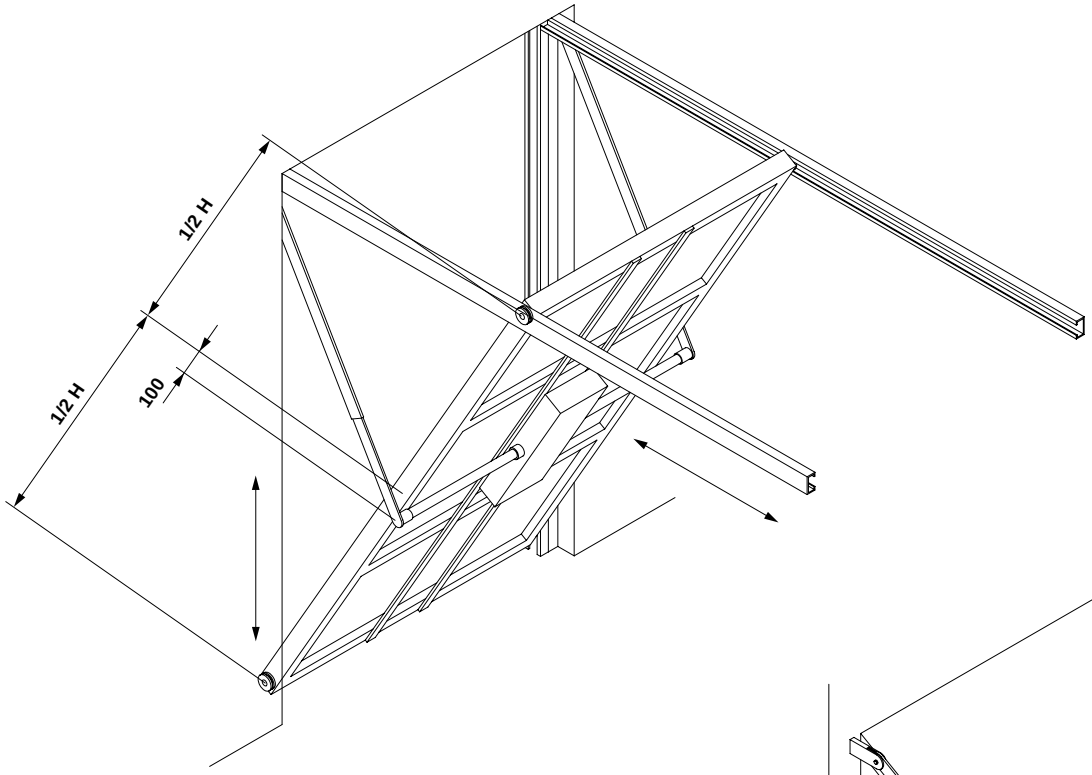

Fig.9
6.1 Porte a guide orizzontali e verticali fig. 9 (l'installazione risulta analoga a quella descritta al punto 5).
6.1 Doors with horizontal and vertical guides Fig. 9 (installation is similar to the one described in point 5).
6.1 Les portes à guides horizontales et verticales fig. 9 (c'est la même installation que celle décrite au paragraphe 5)